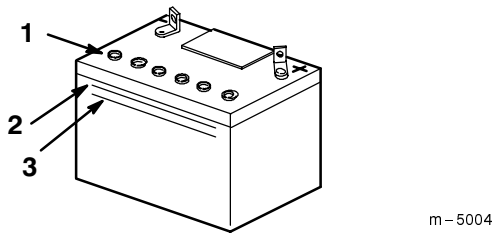

Figure 21
2. Look at the side of the battery. The electrolyte must be up to the Upper line (Fig. 21). Do not allow the electrolyte to fall below the Lower line (Fig. 21).
3. Remove the vent caps from the battery (Fig. 21).
4. Slowly pour distilled water into each battery cell until the electrolyte level is up to the Upper line (Fig. 21) on the battery case.
5. Wait five to ten minutes after filling the battery cells. Add distilled water, if necessary, until the electrolyte level is up to the Upper line (Fig. 21) on the battery case.